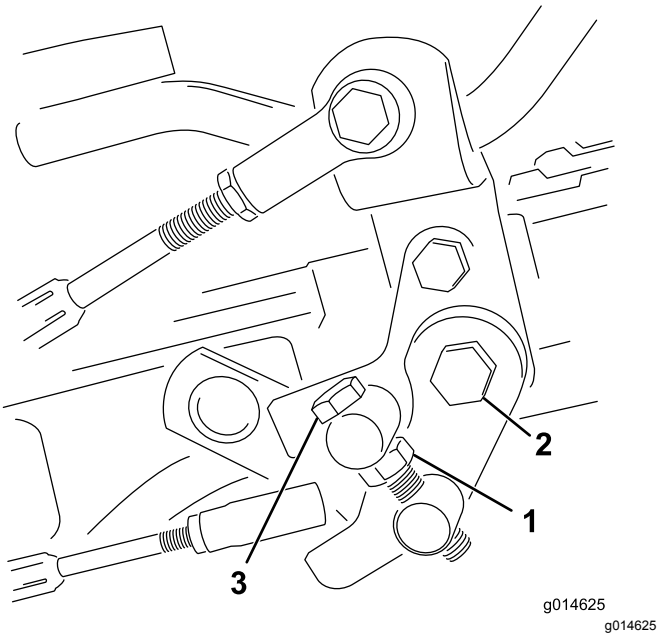

Figur 41
1. Løsne låsemutteren på vuggetappbolten (Figur 41).
4. Stram låsemutteren på vuggetappbolten og mutteren på pedaltappen for å låse justeringen (Figur 41). Sjekk justeringen, og juster etter behov.